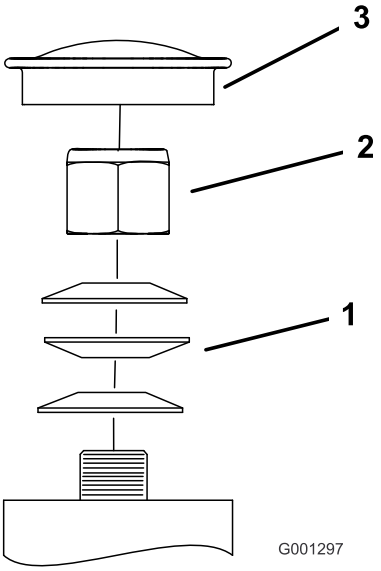

Figur 66
3. Ta av dammkåpan från hjulet och dra åt låsmuttern (Figur 66).
4. Dra åt låsmuttern tills fjäderbrickorna är plana och släpp sedan efter 1/4 varv för att få rätt förbelastning på lagren (Figur 66).
Viktigt: Kontrollera att fjäderbrickorna har monterats korrekt enligt Figur 66.
5. Montera dammkåpan (Figur 66).